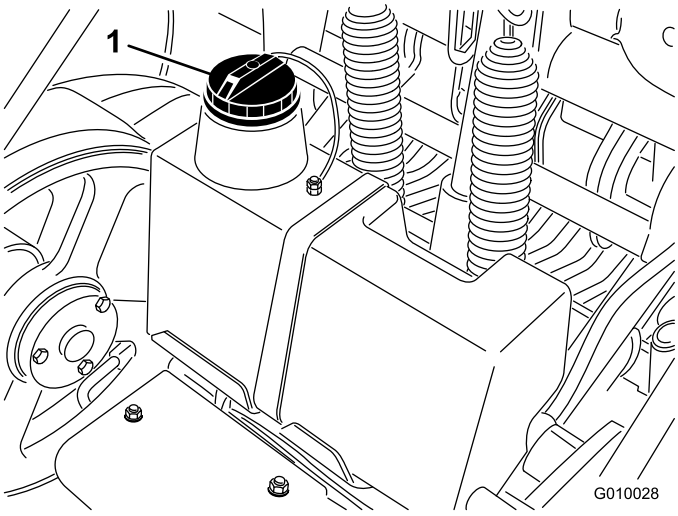

Figur 19
3. Rengjør rundt påfyllingshalsen og lokket på den hydrauliske tanken (Figur 19). Ta lokket av påfyllingshalsen.